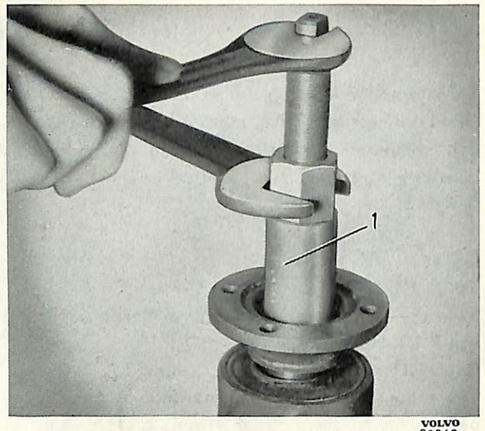

Bild 8. Montering av medbringare
4. Pressa på medbringaren med hjälp av pressverktyg SVO 1845, bild 8. Montera bricka och mutter. Drag muttern med 28—30 kgm.